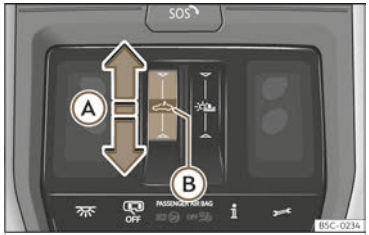

Fig. 90 On the headliner: glass roof button.
- Automatic movement: slide your finger back over the functional area ››› **Fig. 90** Ⓐ.
- Within approx. 5 seconds of the anti-trap function activating, slide your finger forward over the functional area ⌓ ››› Fig. 90 Ⓐ and keep pressed until the sunroof is fully closed.